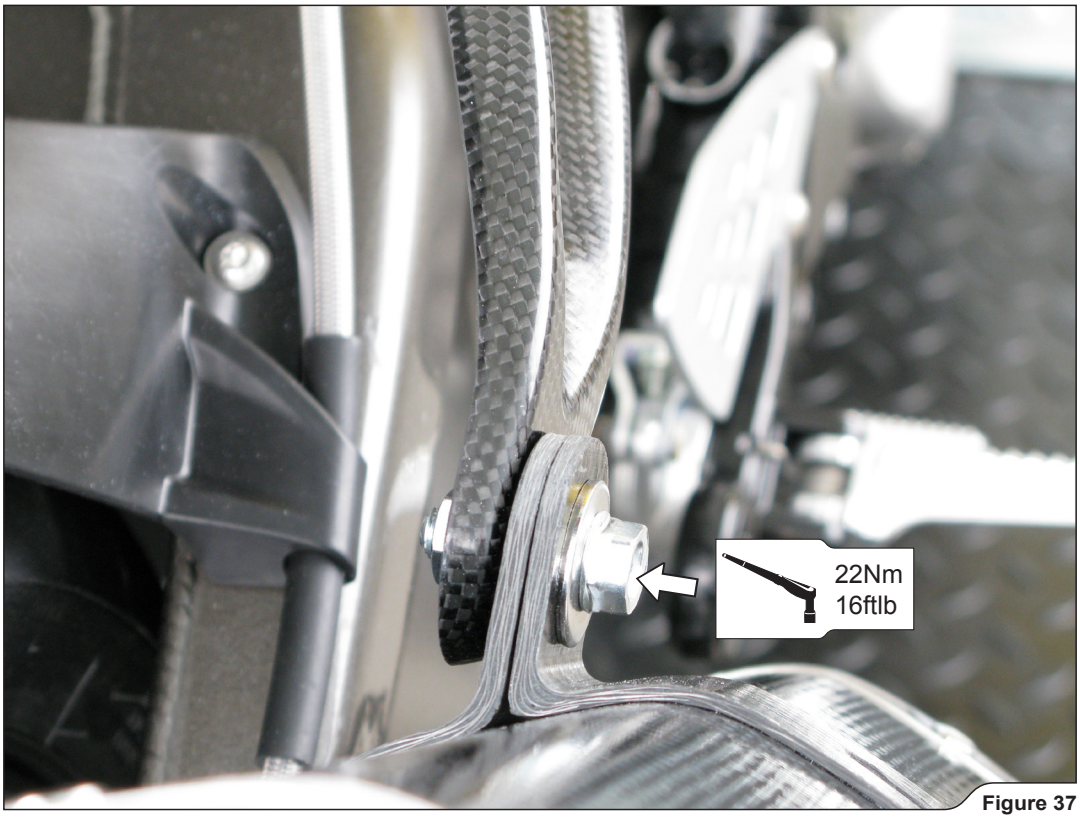

Figure 37
3. Attach the muffler's clamp onto the bracket as shown, using bolt, washers and nut from bracket's installation kit **(Figure 37).**